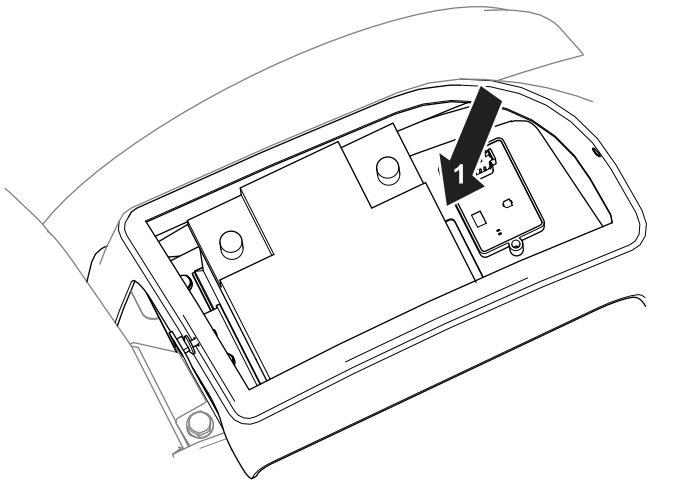

Figure 19
9. Use a cable tie to coil together any additional amount of wire harness in front of the battery (Figure 19).